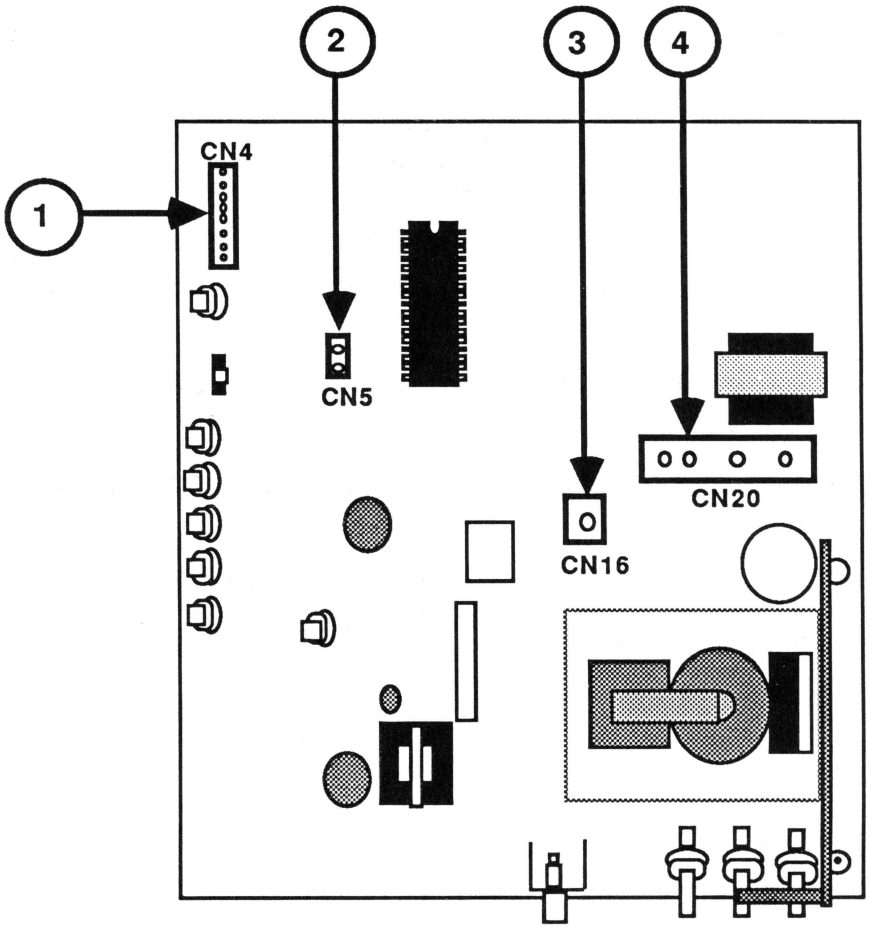

FIGURE 12
a) CN4 -- Figure 12, #1
b) CN5 -- Figure 12, #2
c) CN16 -- Figure 12, #3
d) CN20 -- Figure 12, #4